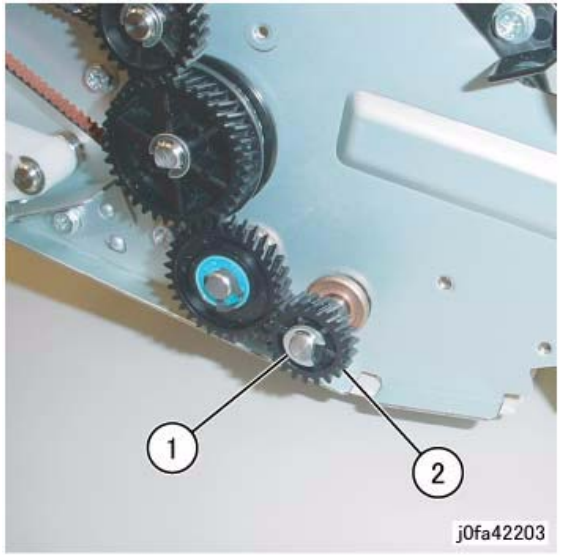

Figure 3 Removing the Gear
7. Remove the Rear Gear (Figure 3)